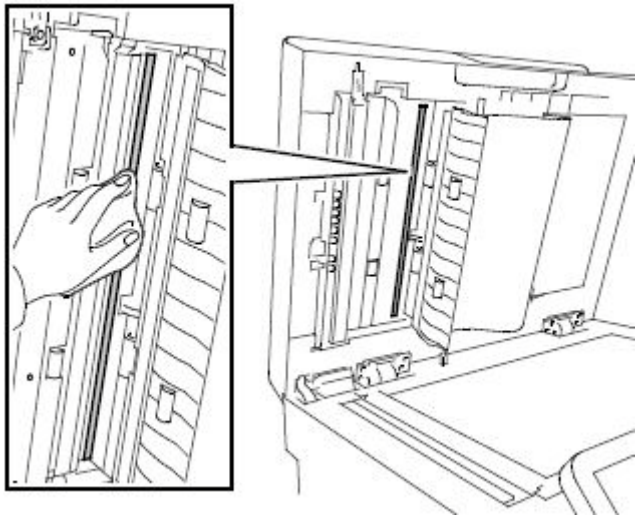

Figure 3 Clean the Second-Side Scanning Lens Assembly
7. Using a soft cloth moistened with water, wipe the mirrored glass (Figure 3), the white-plastic strip, and the rollers. If dirt is difficult to remove, moisten a soft cloth with a small amount of neutral detergent. Then wipe the printer parts dry with a soft cloth.